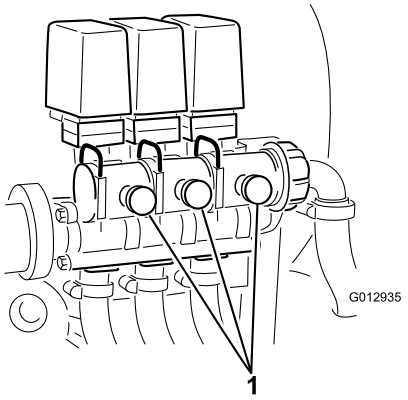

Figur 30
12. Juster bommens omløbsventil (Figur 30) på bommens kontrolventil for den bom, du deaktiverede, indtil trykværdien på måleren er den samme som i trin 9.